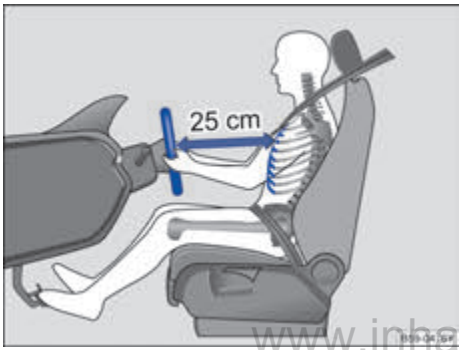

图 21 驾驶员与方向盘之间至少保持为 25 cm 的距离
– 调节方向盘，使驾驶员胸部与方向盘之间至少保持 25 cm 的距离→图 21。